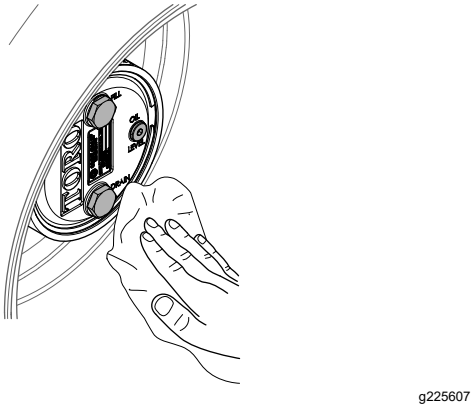

Figur 105
3. Tørk av planetgirethuset og bremsehuset (Figur 105).